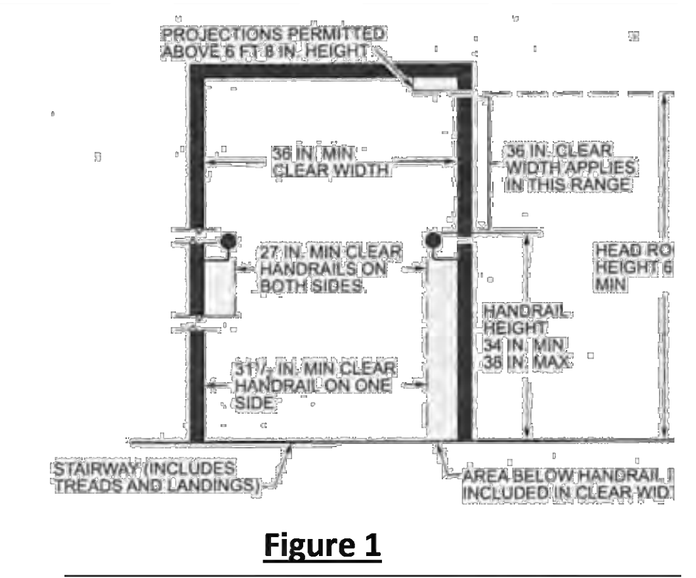

Figure 1
b). When handrails are installed on both sides, stairway width shall not be less than 27 inches clear. (Figure 1)
Handrail height, measured vertically from the sloped plane adjoining the tread nosing, or finish surface of ramp slope, shall be not less than 34 inches and not more than 38 inches (Figure 1 and 2b)